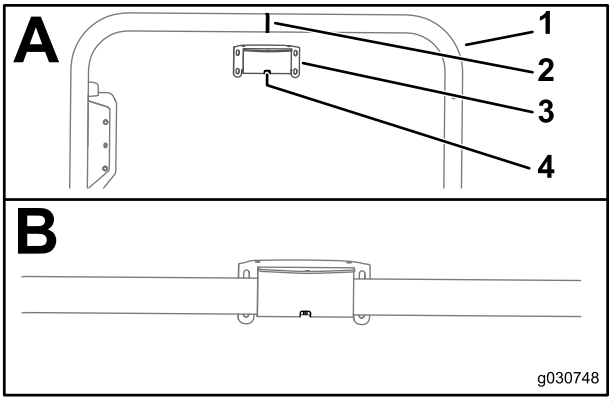

Figur 148
1. Innrett sporet i midten av mottakerfestet med sveisesømmen i midtlinjen for veltebeskyttelsesrøret (Figur 148).